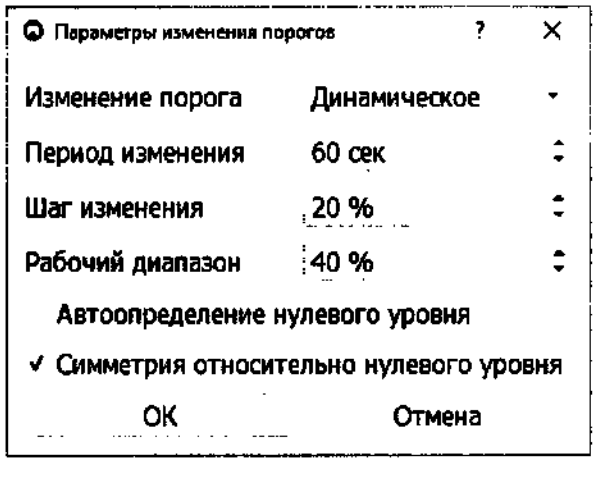

***Рис. 4.10 Настройка динамического коридора управления БОС***
**Также можно задать автоматическое управление уровнями управления в зависимости от нахождения сигнала в заданном процентном отношении от максимального коридора. Для этого нажмите кнопку «Параметры изменения порогов». В появившемся диалоге (см. Рис. 4.10) выберите динамическое изменение порога.**